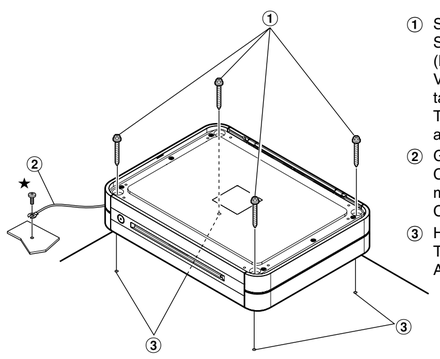

Fig. 2
3. Fasten the unit down with the four self-tapping screws (M4 x 36, supplied).Refer to Fig. 2.